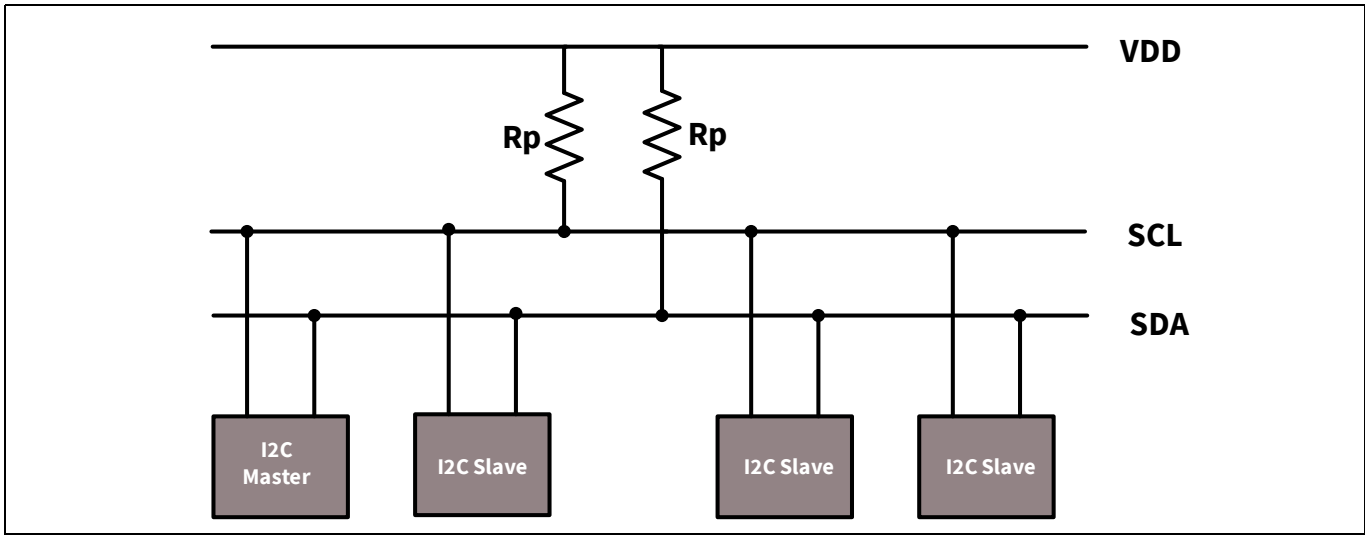

**Figure 18-18. I²C interface block diagram**
**Figure 18-18** illustrates an example of an I²C communication network.